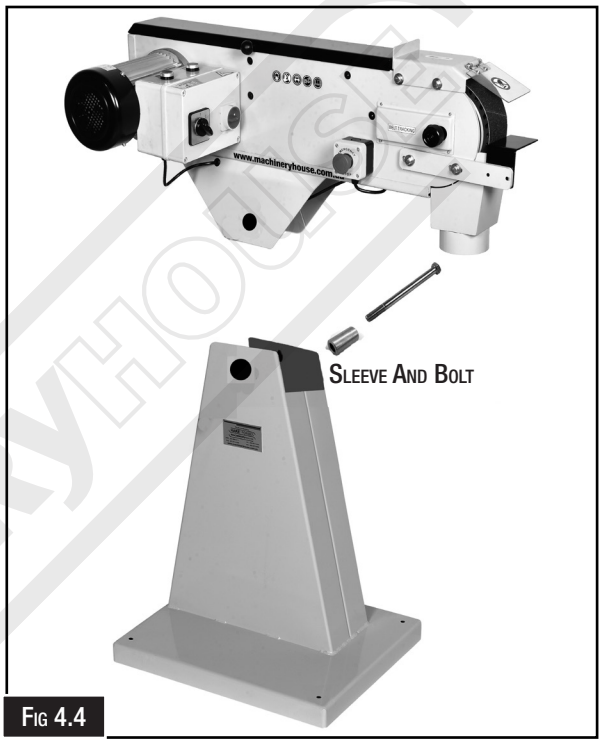

Fig 4.4
3. With the appropriate lifting equipment, lift the sander, spread the yoke on the sander slightly and set onto the base. (Fig. 4.4)